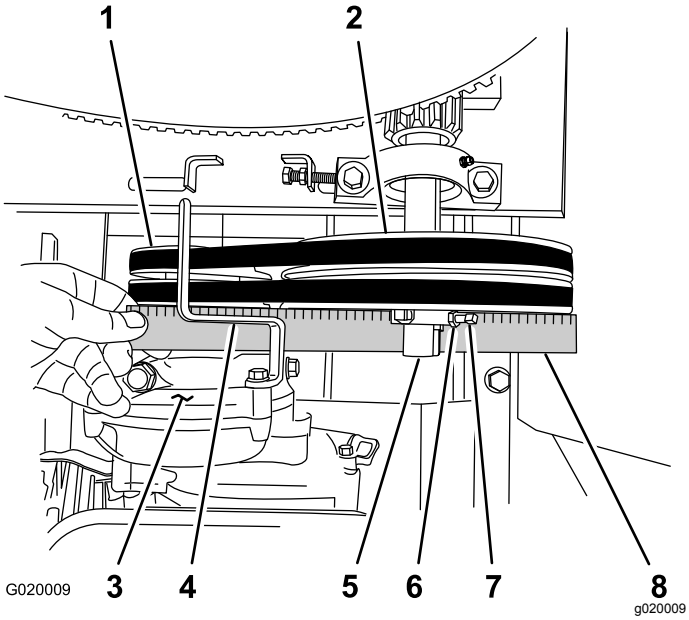

Figure 69
D. Align a straightedge across the engine pulley and the idler pulley (Figure 69).
E. If necessary, pivot the engine on the engine deck until the engine pulley and idler pulley are aligned to the straightedge (Figure 69).